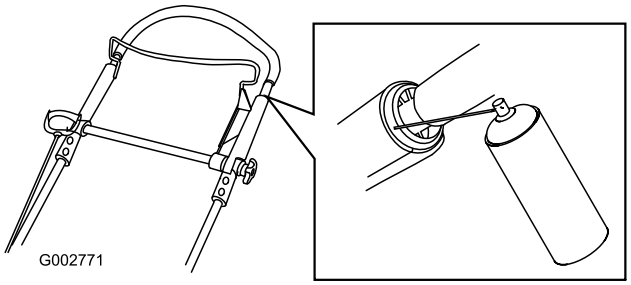

Figur 42
1. Spray den ytre plastenden av det indre håndtaket (Figur 42).